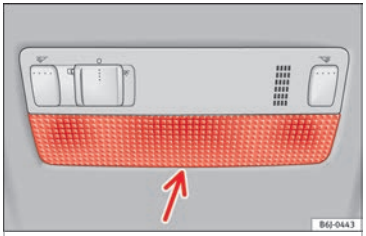

Fig. 121 Front reading light.
– Insert a fine screwdriver between the casing and the glass ››› **Fig. 121**.